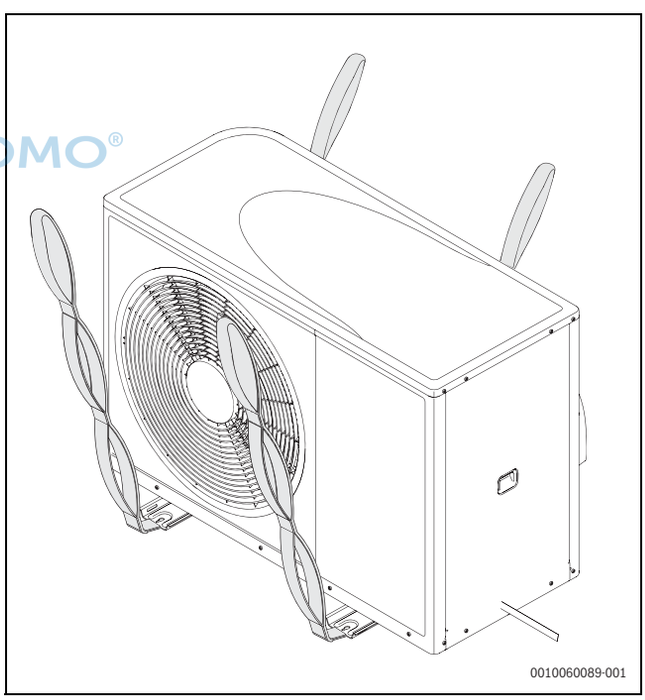

Bild 17 Beim Transportieren der Wärmepumpe ohne Verpackung die Gurte verwenden
- Achtung! Die Wärmepumpe ist auf der Kompressorseite schwerer (→ Abbildung 17).